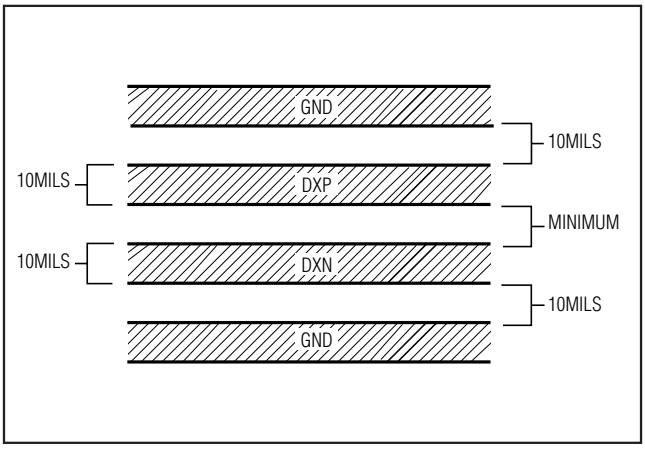

Figure 1. Recommended DXP-DXN PC Traces
3) Route the DXP and DXN traces in parallel and in close proximity to each other, away from any higher voltage traces, such as +12VDC. Leakage currents from PC board contamination must be dealt with carefully since a 20MΩ leakage path from DXP to ground causes about +1°C error. If high-voltage traces are unavoidable, connect guard traces to GND on either side of the DXP-DXN traces (Figure 1).
6) Use wide traces. Narrow traces are more inductive and tend to pick up radiated noise. The 10mil widths and spacings that are recommended in Figure 1 are not absolutely necessary, as they offer only a minor improvement in leakage and noise over narrow traces. Use wider traces when practical.